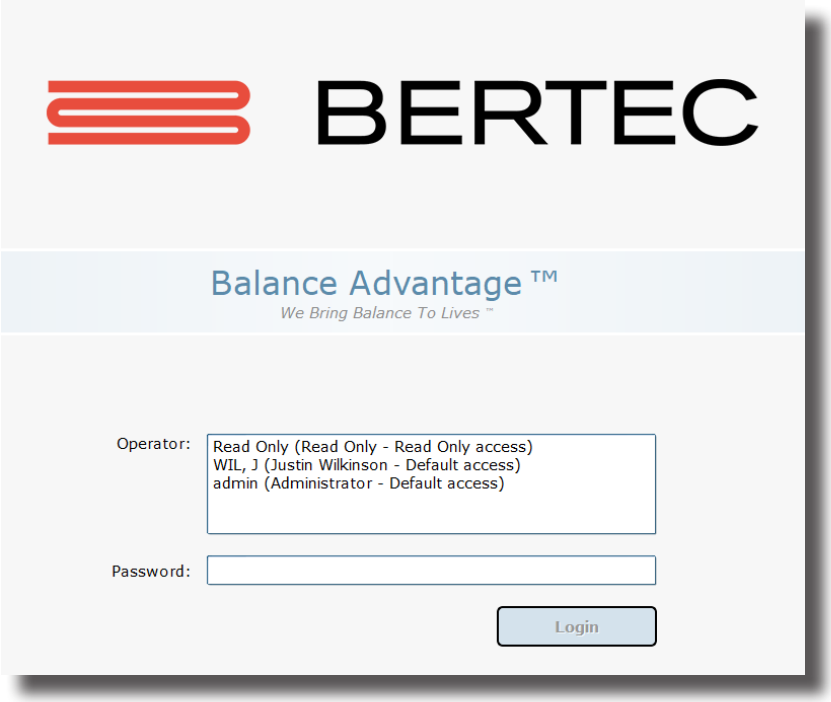

Abbildung 5: Bildschirm zum Anmelden bei der Software
1. Öffnen Sie Bertec® Balance Advantage®. Es öffnet sich der Anmeldebildschirm, wie in Abbildung 5 gezeigt.